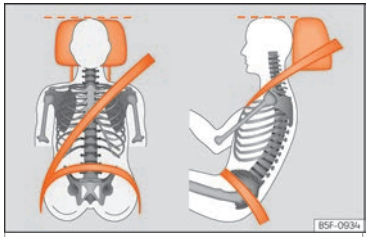

Fig. 87 Encosto de cabeça corretamente regulado visto de frente e de lado.
– Ajuste dos encostos de cabeça de modo a que o rebordo superior do encosto fique, na medida do possível, alinhado com o alto da sua cabeça, no mínimo à altura dos olhos ››› Fig. 87. »